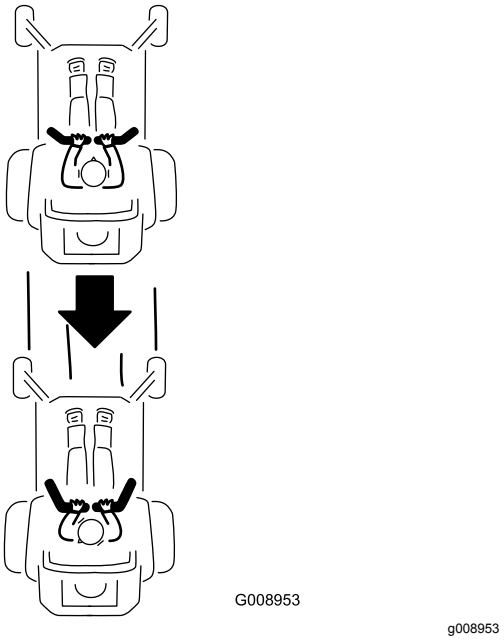

Figuur 23
2. Om achteruit te rijden, trekt u de rijhendels langzaam naar achteren (Figuur 23).